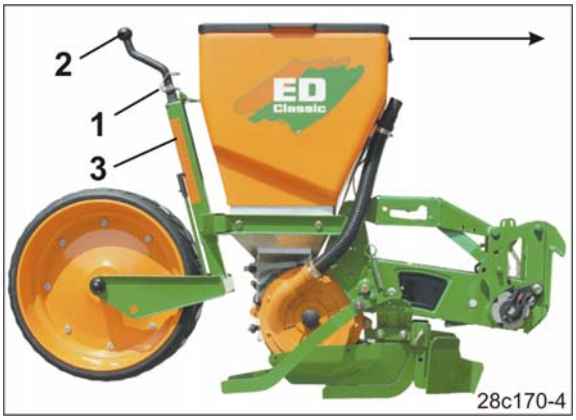

Fig. 136
2. Den Federbügel (Fig. 136/1) lösen.
Der Federbügel sichert die Spindel (Fig. 136/2) gegen Verdrehung.
3. Mit der Spindel (Fig. 136/2) die gewünschte Ablagetiefe einstellen.
4. Die Spindel (Fig. 136/2) mit dem Bügel (Fig. 136/1) gegen Verdrehung sichern.
6. Die Belastungsstufe und die Spindelstellung des ersten Säaggregates an allen Säaggregaten einstellen. Die Spindelstellung an der Skala (Fig. 136/3) ablesen.